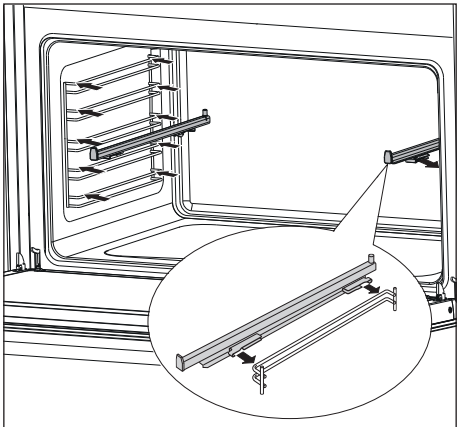

*Fig. 10.13a*
- Screw the side racks onto the oven wall (and the catalytic liners if supplied - fig. 10.13a).
- Fit the sliding shelf supports onto the top wire of a rack and press (fig. 10.13a). You will hear a click as the safety locks clip over the wire.
- Remove the side racks (and the catalytic liners if supplied) by unscrewing the fixing screws (fig. 10.13a).